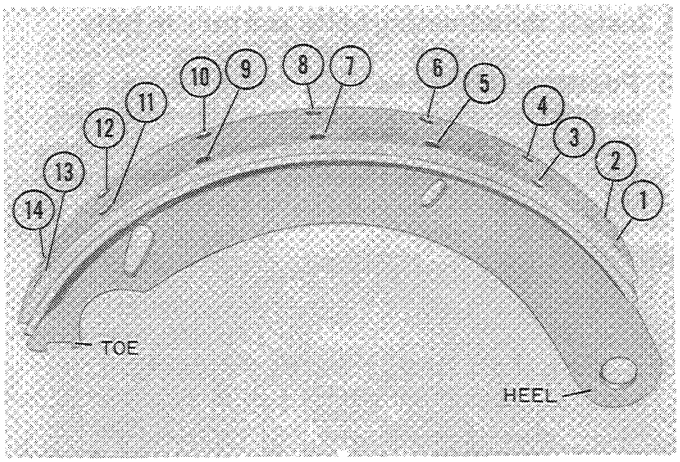

Figure W-31
4. Form the rivet heads with a 13/64 tubular rivet set following the sequence shown in Figure W-31, working from heel to toe.